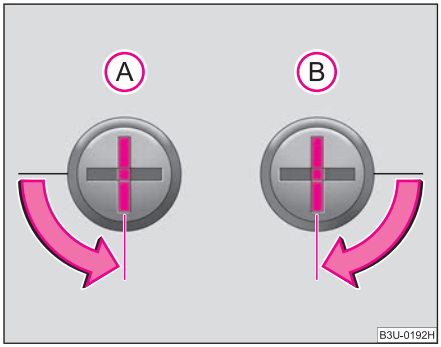

Fig. 26 Positions of lock cylinder of boot lid lock
If you turn the master key to the right (B) ⇒ fig. 26 and withdraw it when the lock cylinder is in the vertical position, the boot lid is no longer incorporated in the central locking system and remains locked all the time.
When you turn the master key to the left (A) ⇒ fig. 26 into the vertical position of the lock cylinder, the boot lid jumps open. You cannot withdraw the key in this position.